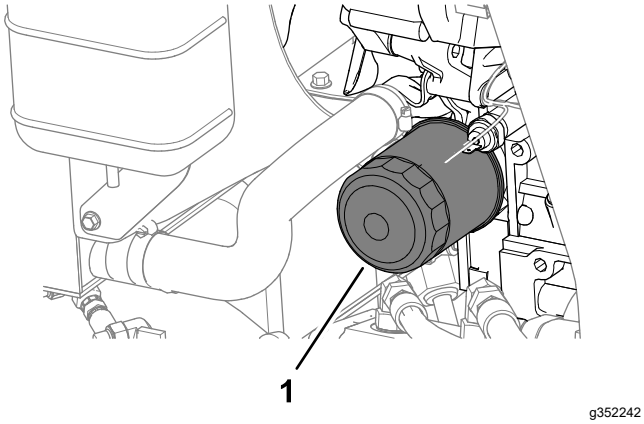

Figur 64
4. Avlägsna oljefiltret (Figur 64).